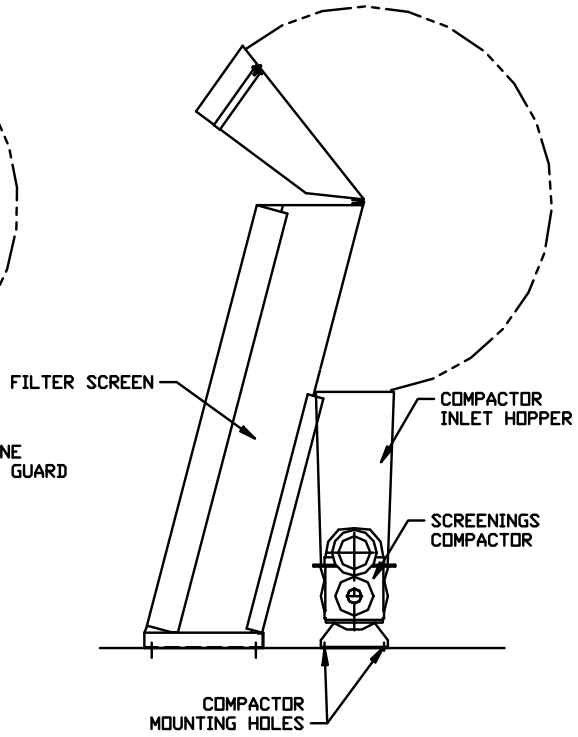

FIGURE 2
3. Move the Compactor so that the inlet hopper is aligned under the screenings discharge chute (Figure 2).